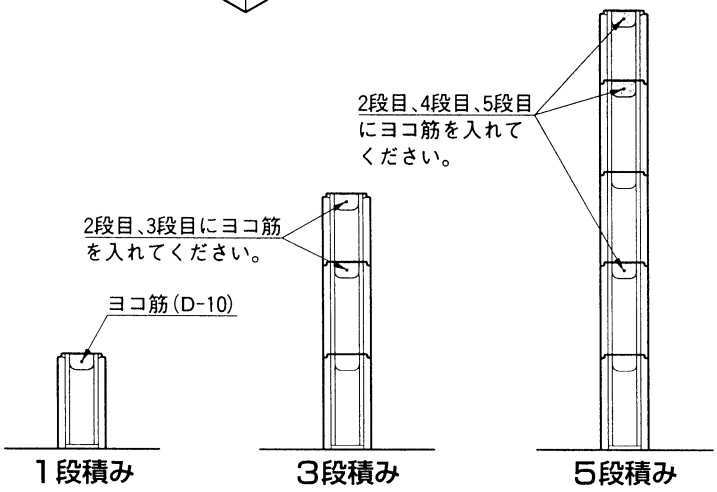

図6-7-2
❷ ブロック積上げ段数が奇数段の場合は、図6-7-2のようにヨコ筋を入れてください。